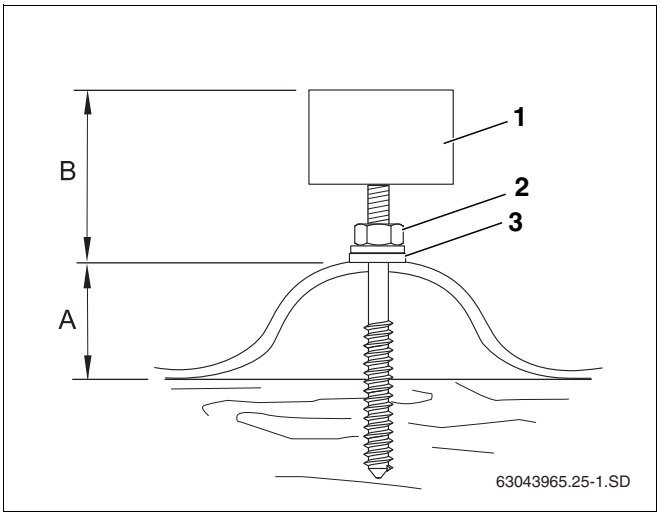

Рис. 24 Шпилька, установленная на крыше с покрытием волнистыми листами
Размер B (таб. 7 и рис. 24) должен быть одинаковым для всех шпилек.
- Заверните гайку (рис. 24, **поз. 2**) до полного прилегания к крыше уплотняющей шайбы (рис. 24, **поз. 3**).